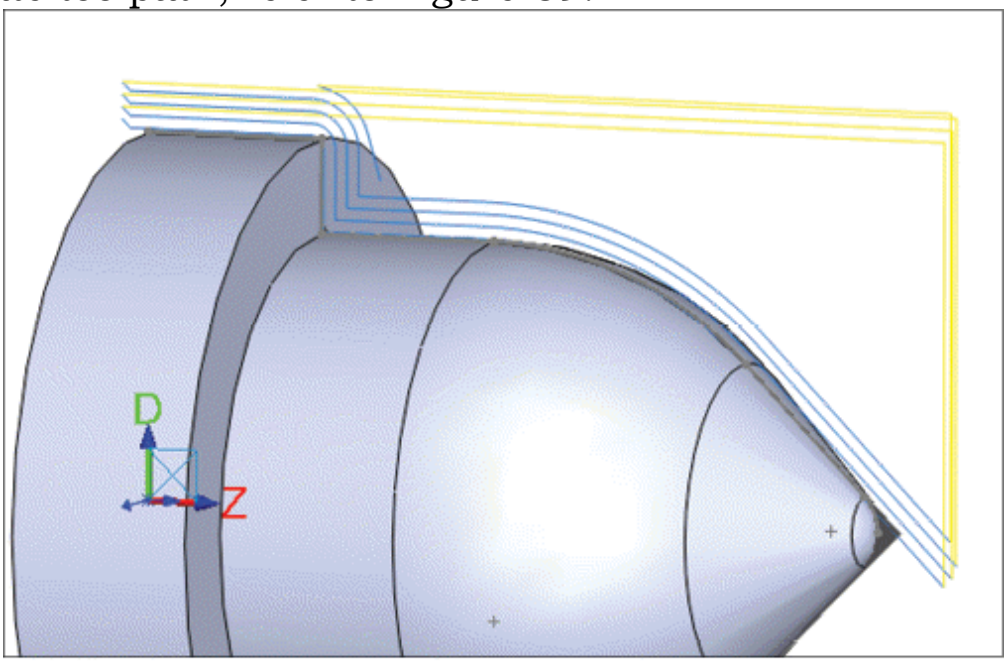

Figure-89. Lathe contour rough toolpath
- After specifying desired parameters, click on the **OK** button to create toolpath; refer to Figure-89.